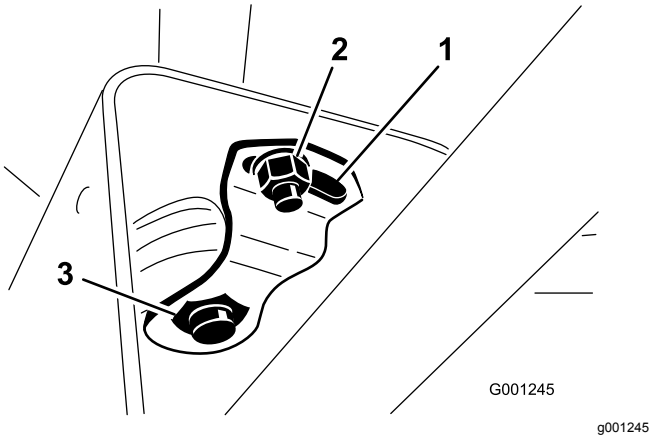

**Figur 30**
2. Skub kappen op ad ratakslen for at blotlægge drejebeslaget (Figur 30).
3. Løsn den lille møtrik, og drej drejebeslaget, indtil det spænder den store møtrik nedenunder (Figur 30).